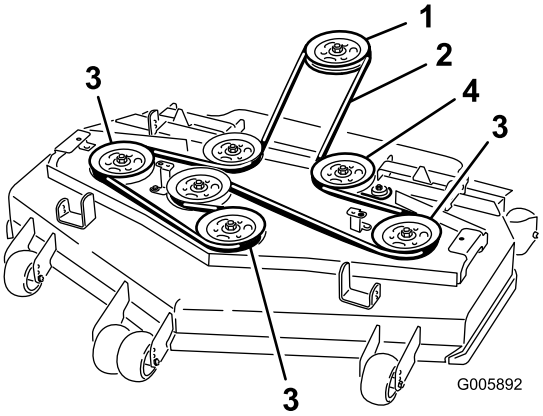

Figur 60
6. Monter den nye remmen på den remskivene (Figur 60).